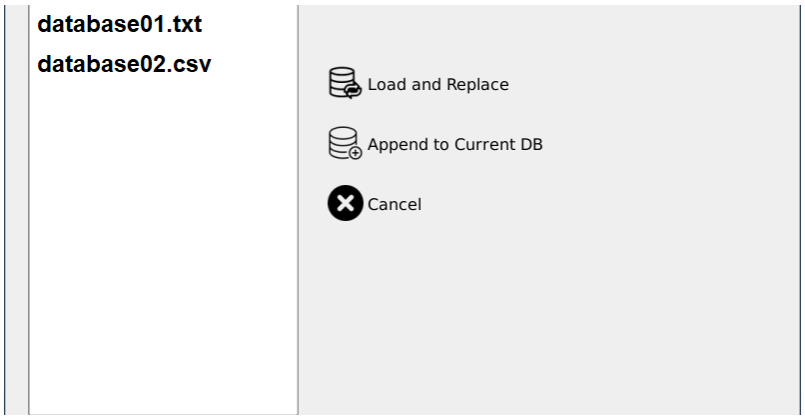

Figure 12: Load database file
- Click on the icon to load a new CSV database file from printer's storage. On Figure 12 only files with the extension *.csv or *.txt imported on the printer's storage will appear in list. Operator may transfer csv-files to the printer using a USB-Flash memory, or through network connection (See section 5.1 on how to import CSV files into the printer).